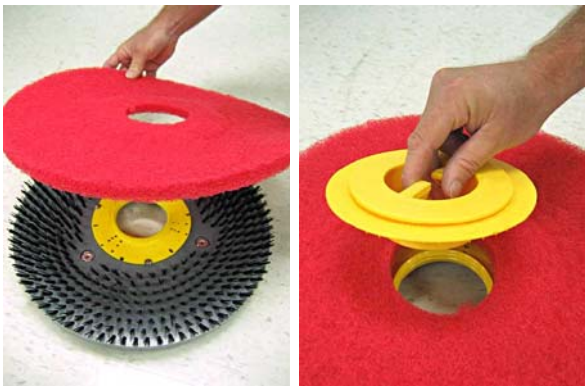

FIG. 9
3. Attach the pad to the pad driver and secure pad with centerlock (Figure 9).